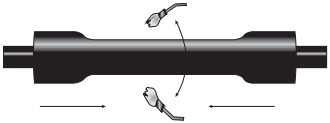

Рисунок 16
4.43 Усадить трубу, начиная от центра соединения в направлении наружного покрова кабелей (рисунок 16).